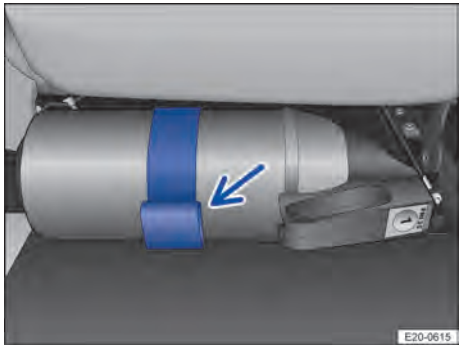

Bilde 46 Under passasjersetet foran: Holder med brannslukkingsapparat (eksempel).
1. Åpne hempen på holderen og ta ut brannslukkingsapparatet → Bilde 46 (pil).